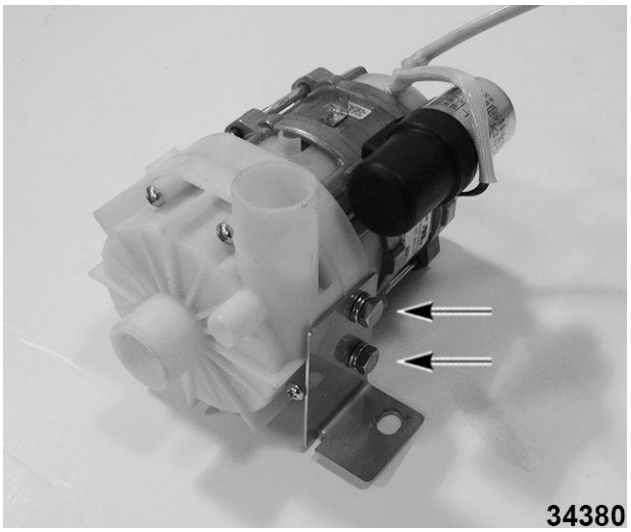

Fig. 129
C. Si es necesario, mueva el soporte de montaje al nuevo motor de la bomba. Fig. 129